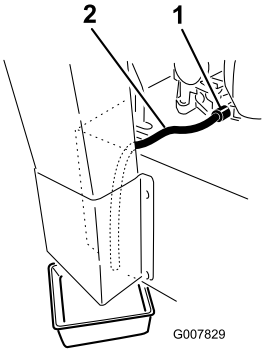

Bild 36
5. Stellen Sie eine Auffangwanne unter den Ablassschlauch. Drehen Sie das Ölablassventil, damit das Öl ablaufen kann (Bild 36).